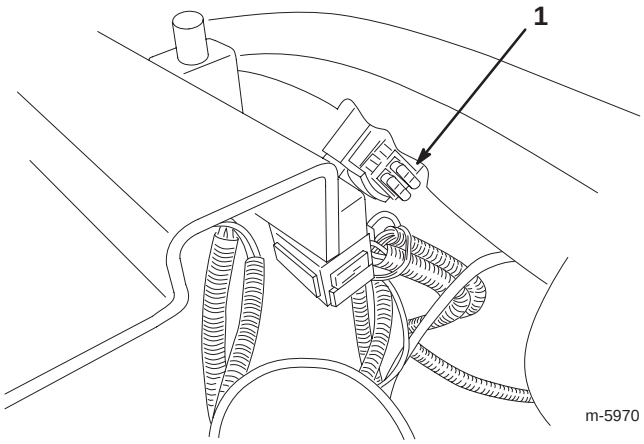

Figure 27
1. Pour remplacer un fusible, tirez dessus pour l'enlever de son emplacement (Fig. 27).